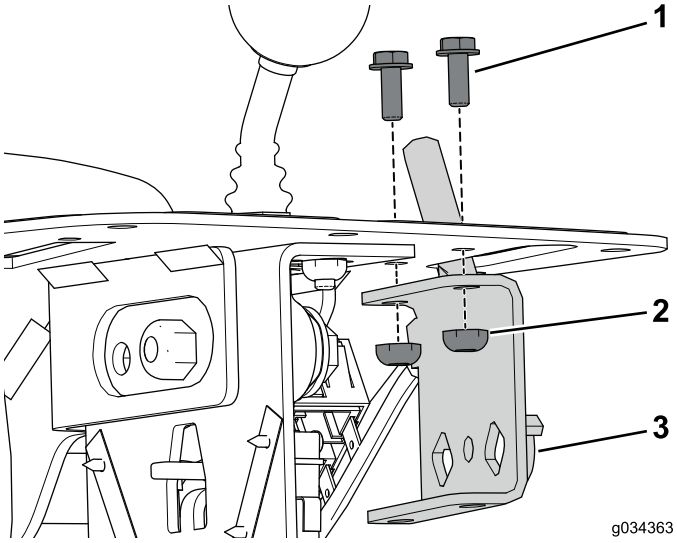

Figura 3
2. Retire y deseche los 2 pernos y contratuercas que sujetan el conjunto del acelerador a la consola (Figura 3).